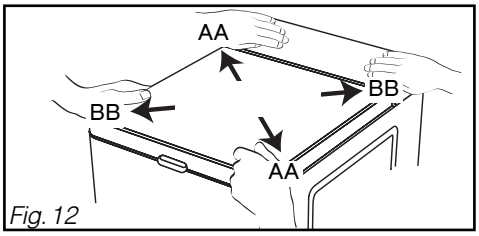

Fig. 12
– Vérifiez la stabilité de la machine en appuyant sur le couvercle en diagonale (sens AA, puis sens BB) *(Fig. 12)*. **Aucun mouvement de l'appareil ne doit être perceptible.**